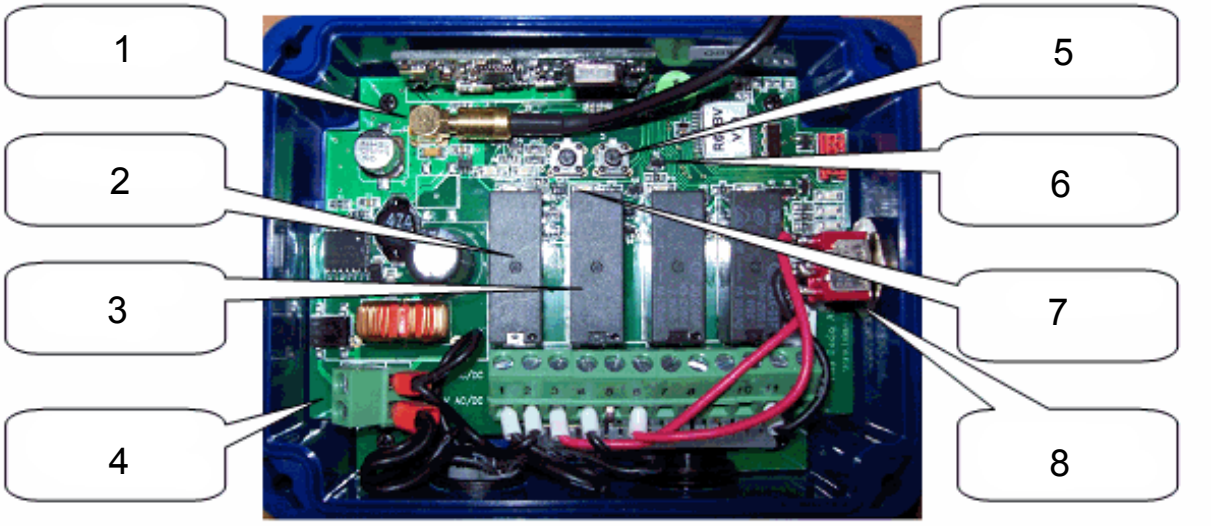

Figure 7.45 - Printed Circuit Board
3. Carefully let the lid hang below the main box as the antenna is attached to the lid, exposing the Printed Circuit Board as shown in Figure 7.45.
5. Press and hold the Transmitter Program Button on the Receiver Printed Circuit Board as shown in Figure 7.45, for two seconds.